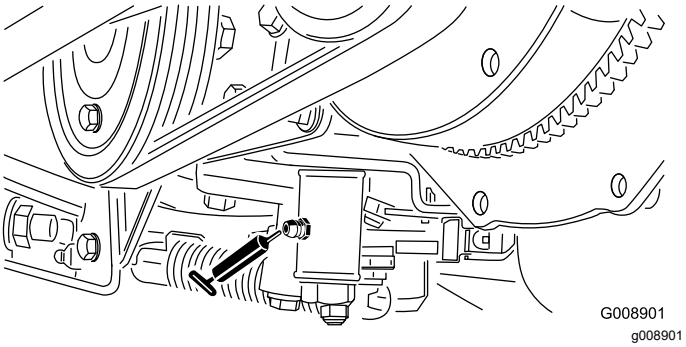

**Figur 49**
- Justeringsmekanism för neutralläge (Figur 49)